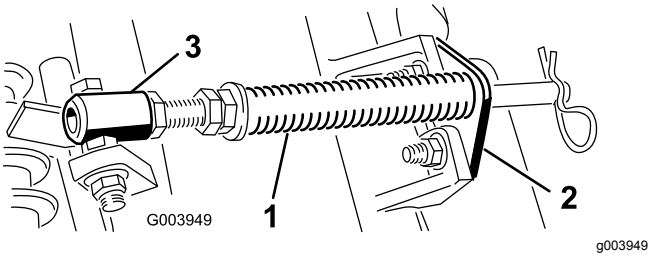

Figure 5
A. Retirez les 2 boulons de carrosserie et les écrous qui fixent le support de tige aux pattes de l'unité de coupe (Figure 5).
B. Retirez l'écrou à embase qui fixe le boulon du tube de ressort à la patte du bâti porteur (Figure 5). Déposez le tout.